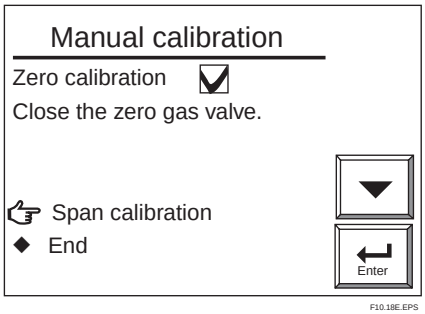

Figure 10.18 Zero-gas Calibration Complete (in Manual Calibration Display)
(1) Use the needle of the zero gas valve " CHECK GAS " to puncture a hole in the gas cylinder installed as described in Section 10.5.2. Fully clockwise turn the valve regulator by hand.
(2) Next, adjust the flow rate to 600 ml/min ± 60 ml/min (the flow check ball stops floating on the green line when the valve is slowly opened). Turn the regulator of the zero-gas valves back slowly counterclockwise. At that time, the flow rate also decreases as the inner pressure of the gas cylinder decreases. Therefore, monitor the flow check and, when the ball's position changes greatly, readjust the valve.
(3) Select Valve opened (to start calibration) from the Manual calibration display. Check the Trend graph display to see that the measured value is stabilized. Then press the [Enter] key. The Manual calibration display shown in Figure 10.18 appears. Then stop the zero-gas flow immediately. Turn the zero-gas valve regulator fully clockwise. If this valve regulator is not properly adjusted, the needle valve will not close completely and a cylinder gas may leak.